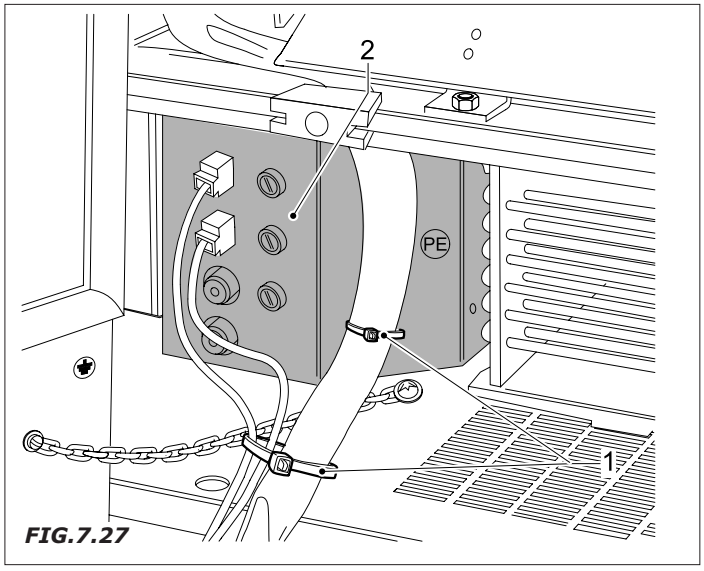

FIG.7.27
- Extraer las abrazaderas que fijan el conjunto de cables del grupo refrigerador (Fig.7.27-pos.1).
- Desconectar los conectores que proporcionan alimentación al grupo refrigerador y los ventiladores del evaporador de la caja de alimentación (Fig.7.27-pos.2)